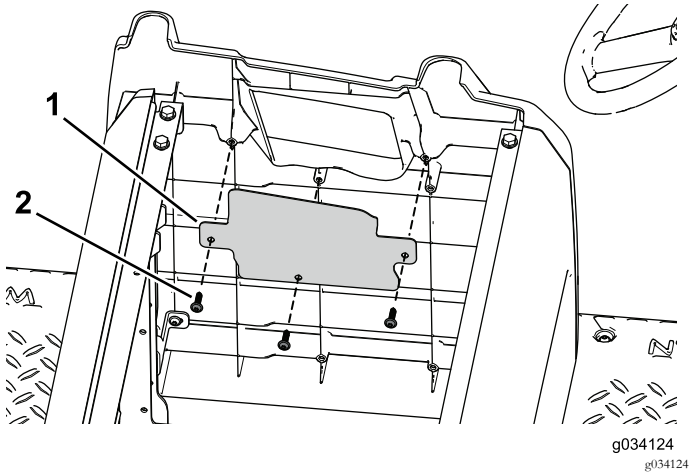

Figur 44
2. Bruk de tre selvgjengende skruene til å feste åpningsdekselet til sideplaten (Figur 44).